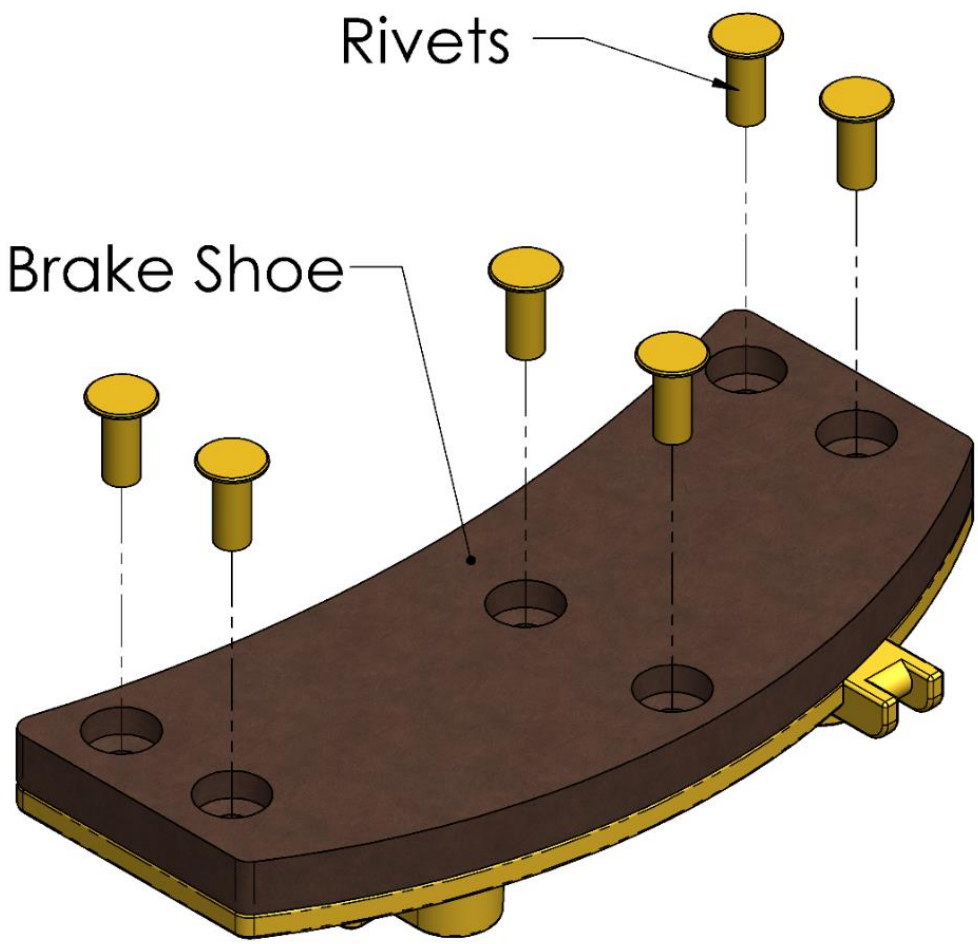

Figure 2: Rivet & Brake Shoe Alignment
5. Place 3/16” rivets into each rivet hole and swage each rivet to 2200 lbs. using a 3/16” hand rivet clincher for tubular rivets as shown in Figure 2: Rivet & Brake Shoe Alignment. A 3/16” hand clincher is given in Table 6: Brake Lining Removal Tools/Consumables.